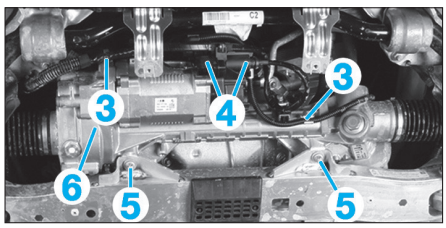

Fig. 17
• Ouvrir les attaches de câbles (3) **(Fig.17)**.
• Débrancher les connecteurs (4).
• Déposer les écrous et retirer les vis (5) par le bas.
• Extraire le boîtier de direction (6) par l’avant.